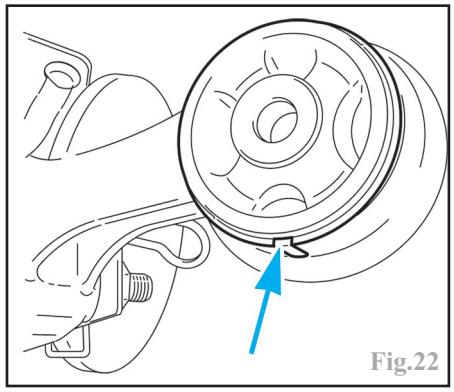

Fig.22
Repérer la position du palier élastique par rapport au bras de l'essieu (Fig.22).
-engager le palier neuf sur le bras en respectant les repères faits à la dépose (Fig.22) puis utiliser des mandrins de diamètre appropriés (outils **Citroën 4702-T.A, T.B, T.E** et **T.F**).